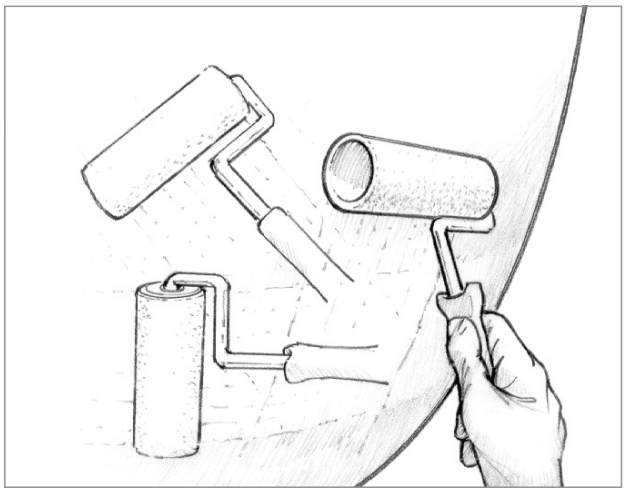

Figure 5-1 *Apply a thin, even film of epoxy with a foam roller.*
3. Apply the epoxy to the hull following the coating procedure in Section 6.4.4. Spread the epoxy out to a thin even film with the thin foam roller *(Figure 5-1)*. Continue applying the epoxy, overlapping small coverage areas until the batch is used up.